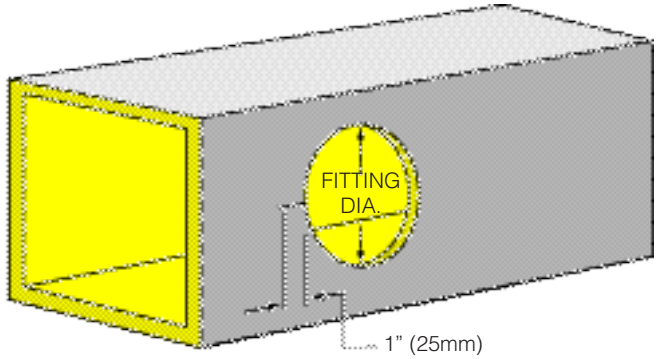

Fig. 4-6A. Cutting hole in duct board for flexible duct connection.
1. Cut hole in plenum, duct section, or distribution box with hole cutter sized to accept a sheet metal collar. If using spin-in collar, also cut a 1" (25mm) slit radial to the hole (Fig. 4-6A).
3. Cut hole in duct board to accommodate sheet metal collar. If using spin-in collar (see page 4-6), cut 1" (25mm) slit radial to hole (see Fig. 4-6A). To reduce leakage, coat the collar flange with mastic listed under UL 181A, Part III to seal the collar to the duct board facing.